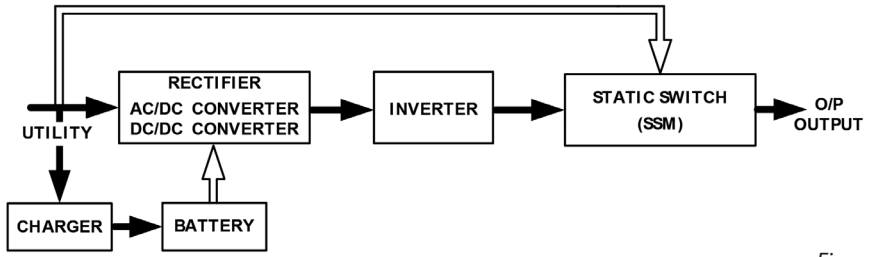

*Figure 5.2*
2. When the utility returns to normal the UPS will turn on the AC/DC converter, turn off the DC/DC converter, and switch the charger to charging mode. This is the same operating mode as in Figure 5.2.
4. The UPS will restart automatically when the utility is available, with the same status as in Figure 5.2.